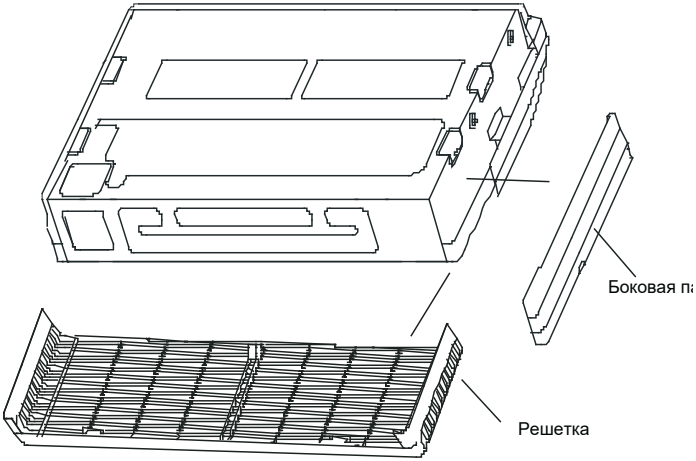

Рис. 4-10
- Снимите боковые панели и решетку. (См. рис. 4-10).